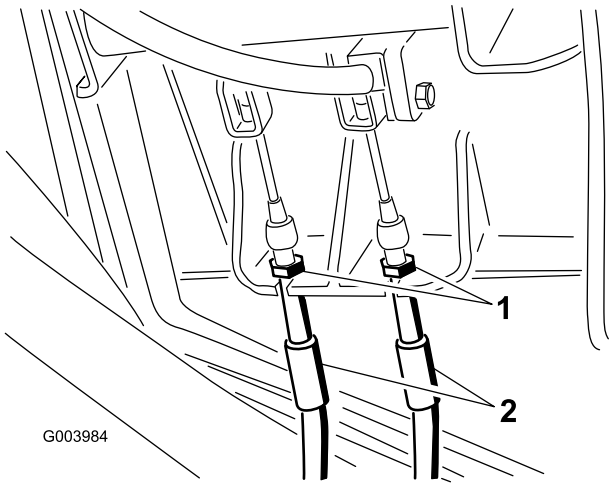

Rysunek 74
1. Aby zmniejszyć skok jałowy pedału hamulca, należy naciągnąć hamulce, poluzowując przednią nakrętkę gwintowanej końcówki przewodu hamulcowego (Rysunek 74).